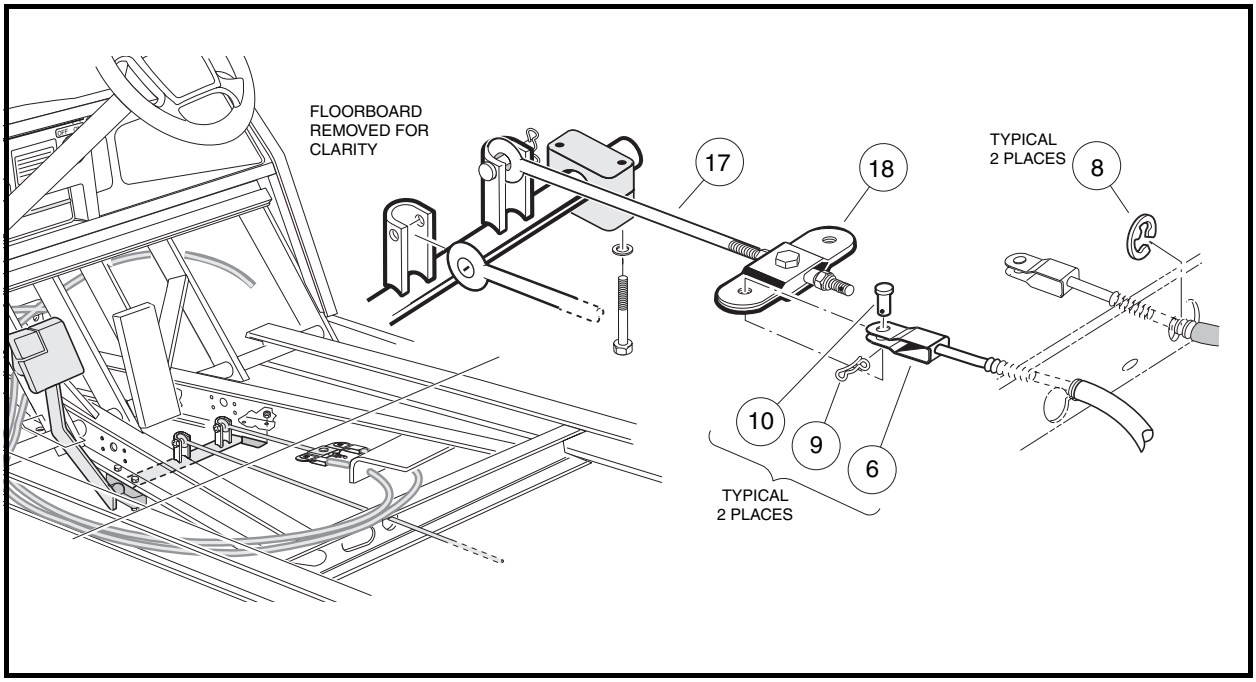

Figure 6-36 Brake Equalizer
3. Remove cotter pin (9), clevis pin (10), and E-clip (8) from brake cable at equalizer (18) **(Figure 6-36, Page 6-21)**.
1. Place brake cable through frame mounting hole behind equalizer and install E-clip (8) on cable housing **(Figure 6-36, Page 6-21)**.